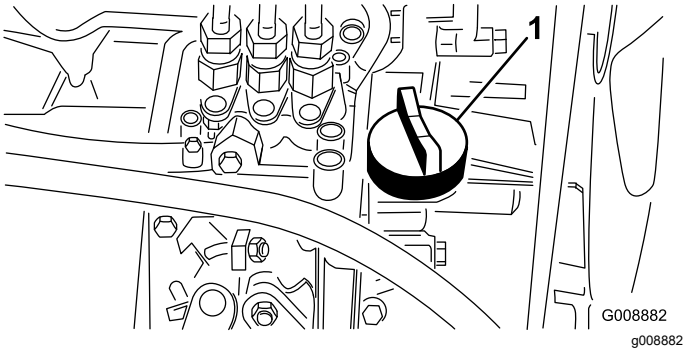

**Figur 26**
4. Om oljenivån är låg tar du bort oljepåfyllningslocket (Figur 26) och tillsätter gradvis små mängder olja samtidigt som du kontrollerar nivån, tills nivån når märket FULL på oljestickan.